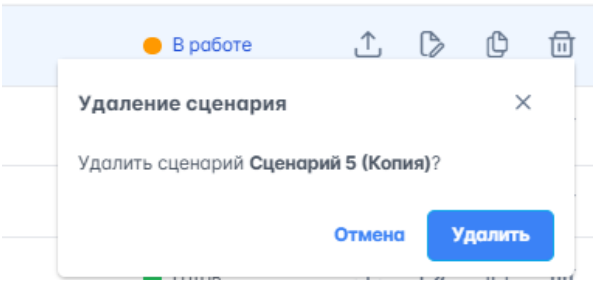

Рисунок 189 – Удаление сценария
1. В строке записи сценария нажать на , откроется окно подтверждения удаления (рисунок 189).